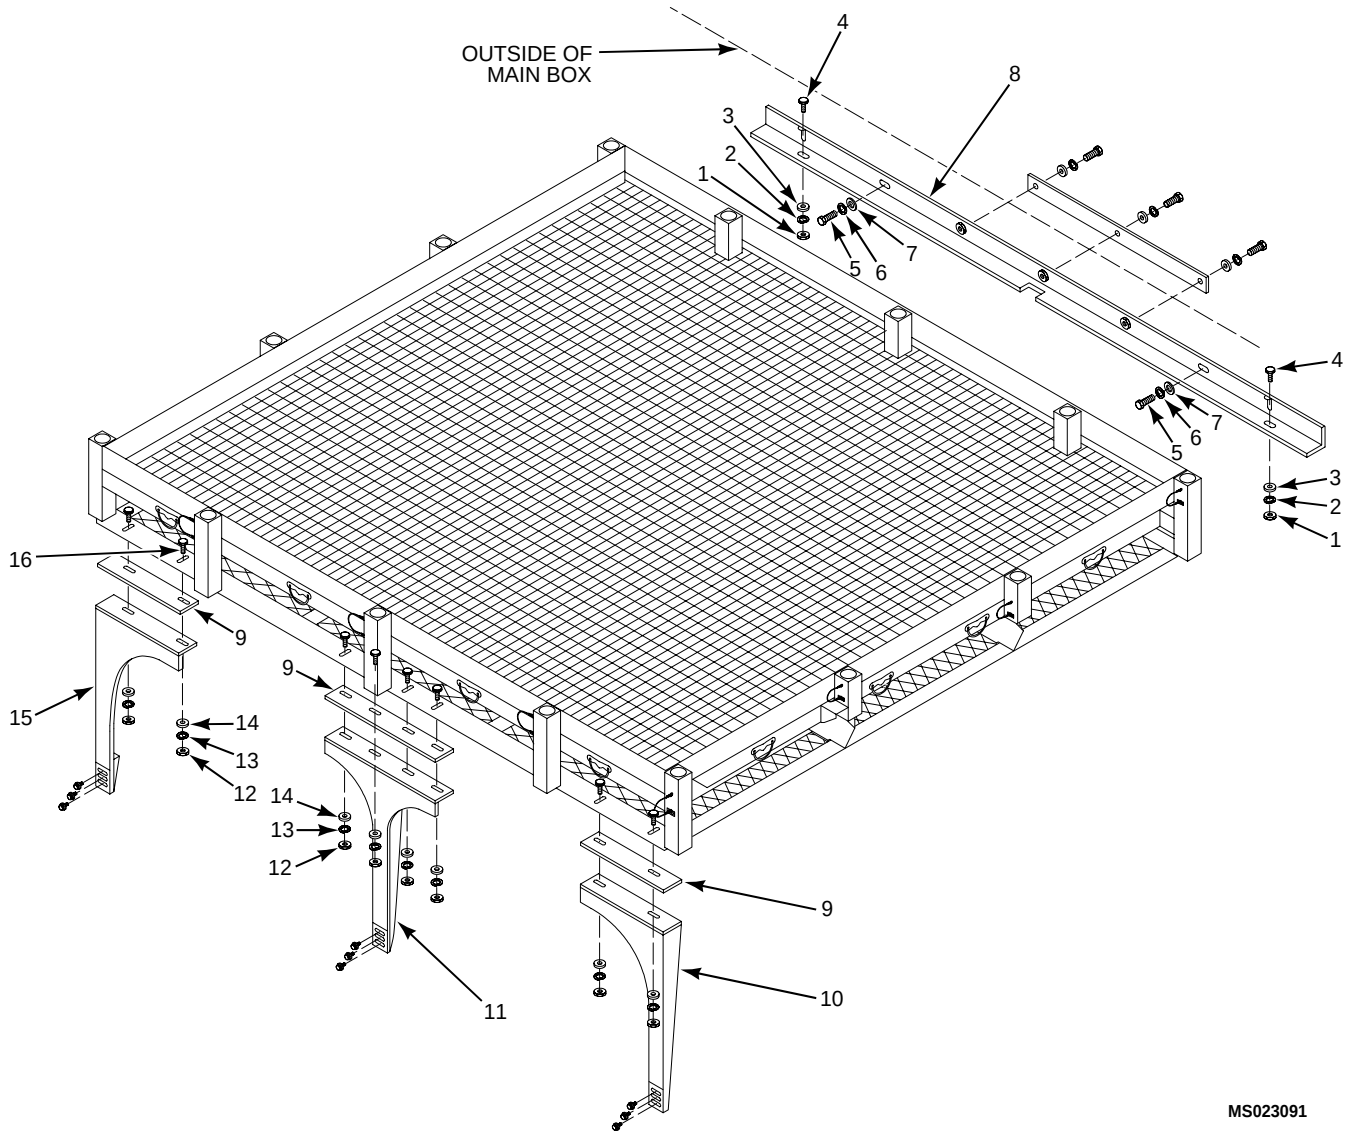

Figure 7. Overhead Cargo/Maintenance Rack Assembly Installation
10. Protect HMMWV roof canvas, lift and position the Overhead Rack Assembly on top of HMMWV. Ensure rear of Overhead Rack Assembly is positioned on the angle support (8) attached to the Main Box Assembly and the front of Overhead Rack Assembly is positioned on all three front supports (10, 11, 15). (Figure 7)
11. Install two 3/8-inch bolts with lock washers and flat washers (5, 6, 7), in sequence, through Overhead Rack Assembly and Angle Support into existing tapped holes in Main Box Assembly. Do not tighten. (Figure 7)
12. Install two 3/8-inch bolts with lock washers, flat washers and nuts (4, 3, 2, 1), in sequence, through Angle Support and Overhead Rack Assembly. Do not tighten. (Figure 7)
13. Install eight 3/8-inch bolts with lock washers, flat washers and nuts (16, 14, 13, 12), in sequence, through front supports into Rack Assembly slots. Use shims (9) as necessary, to level Overhead Rack Assembly. Do not tighten. (Figure 7)